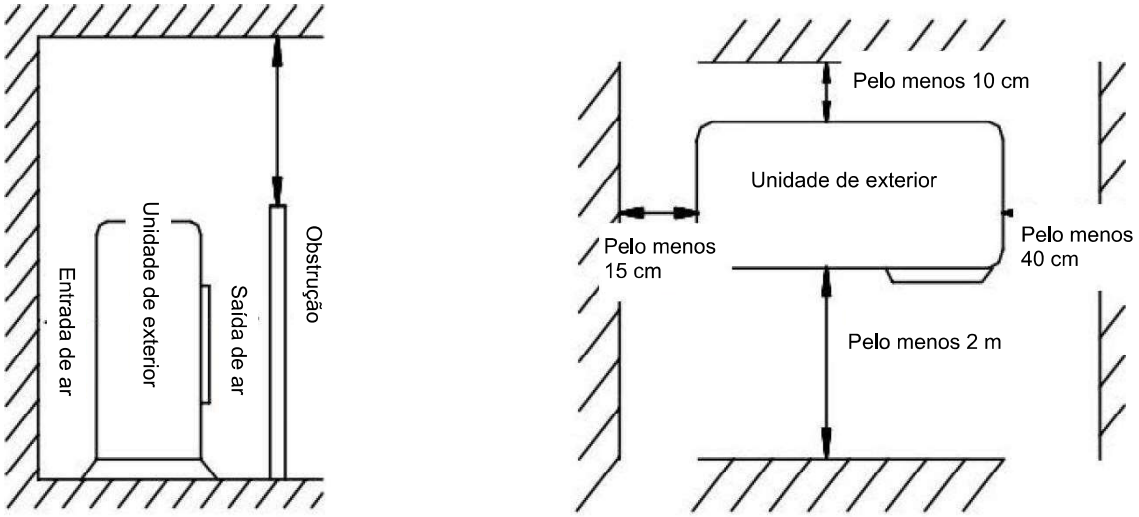

Fig. 2
- A distância de instalação deve ser a indicada na Fig. 2.